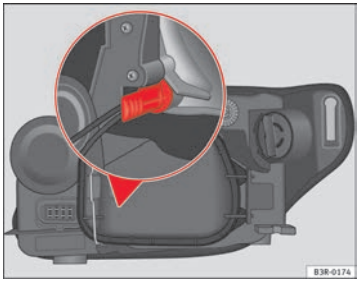

Fig. 215 Side lights. Bulb holder grip in vertical position
- Insert the bulb into the socket so that the side of the bulb holder grip is vertical ⇒ fig. 215 and press on it.